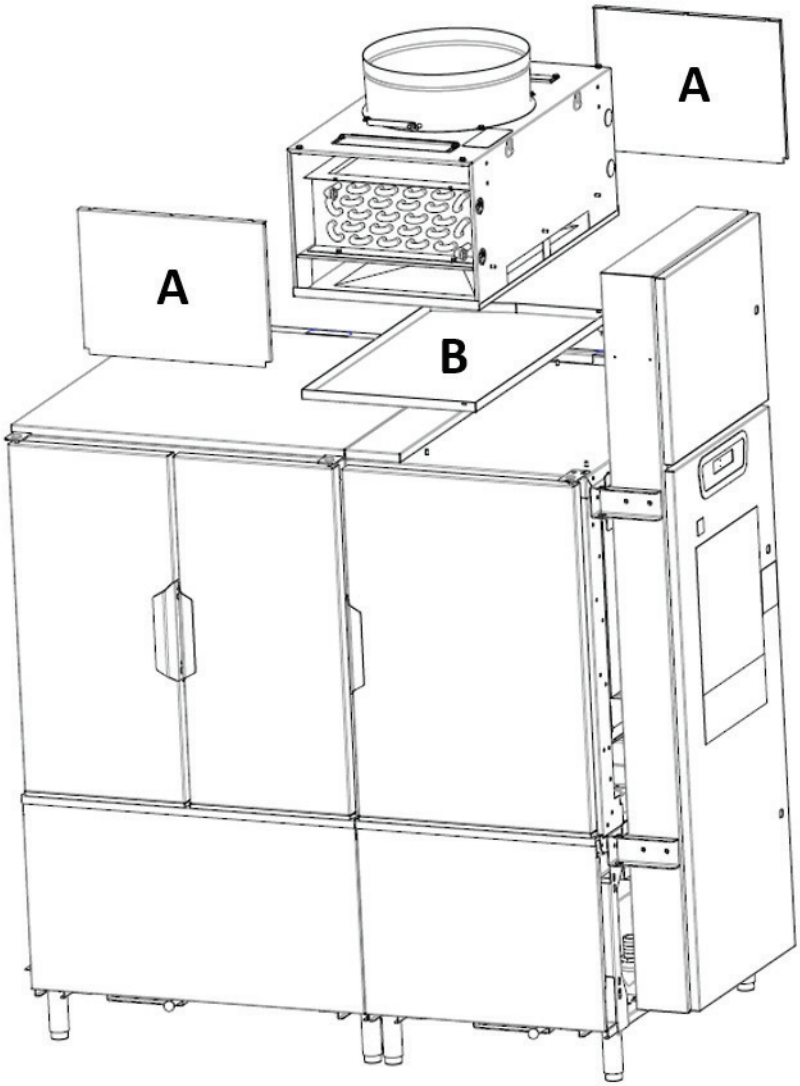

Fig. 2
1. Remove the front and rear energy recovery panels by loosening the two nuts on top of each panel (Fig. 2, item A)**.**
2. Remove the drain pan located in the base of the energy recovery assembly (Fig. 2, item B).